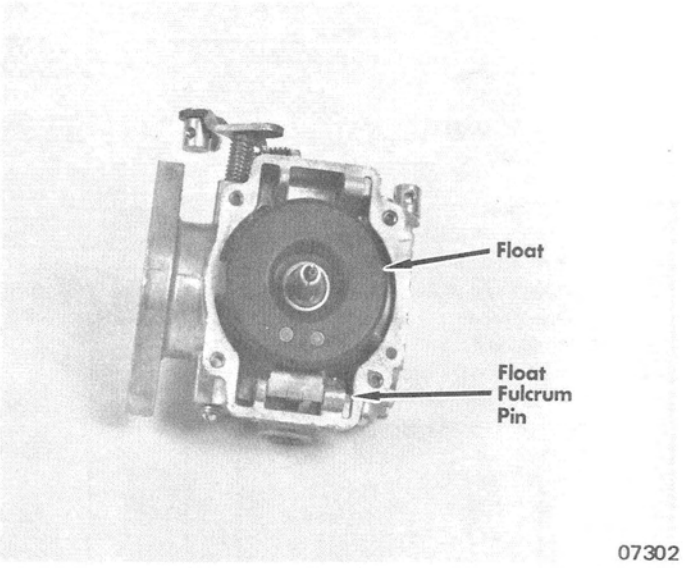

Figure 5. Float Fulcrum Pin
5. Remove float fulcrum pin, float, inlet needle and seat and gasket. (Figure 5) The brass cage has a rubber insert for the inlet needle seat. The insert enters the brass cage only one correct way. Looking at the insert, one side is flat and smooth, the other side has a ridge or rim molded around to the outside edge. This ridge is assembled away from the inlet needle point.